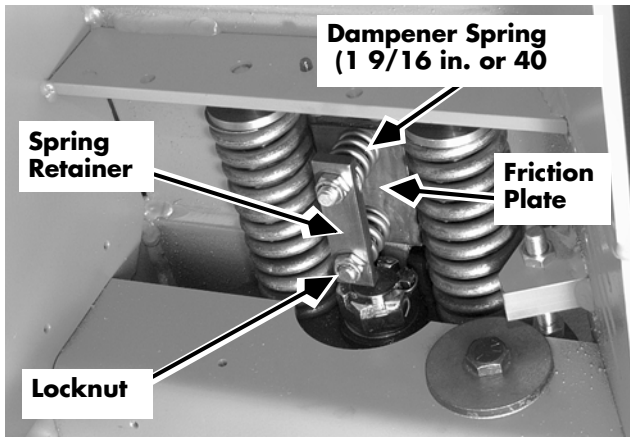
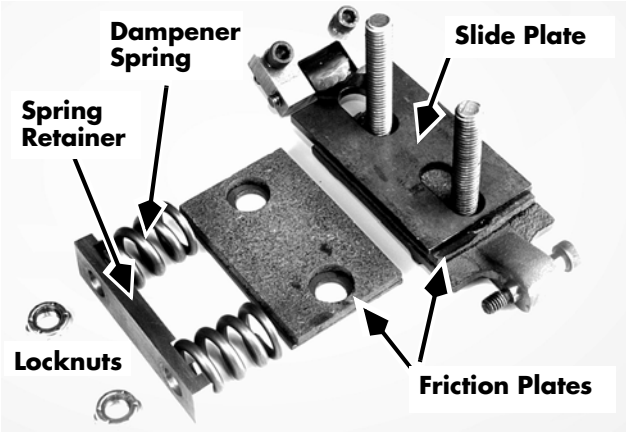

Figure 7-85: Inertial Dampener (unrelated parts removed for clarity)
Figure 7-89: Inertial Dampener parts
3. Loosen and remove the inertial dampener lock nuts, spring retainer, two springs, and friction plate. See Figure 7-85.
7. Attach the friction plate, two springs, spring retainer, and two lock nuts. Reference Figure 7-89 for orientation of parts. Tighten the lock nuts until the distance between the top of the spring retainer and the friction plate is 1 9/16 in. (40 mm) at both bolts. See Figure 7-85 on page 7-106.